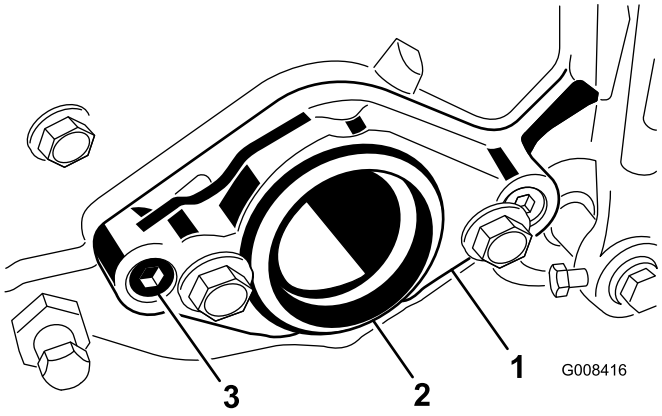

Bild 3
6. Nehmen Sie die beiden Inbusschrauben ab, mit denen die Motorbefestigung rechts hinten an der Schneideinheit und an der Motorbefestigung befestigt ist (Bild 3).